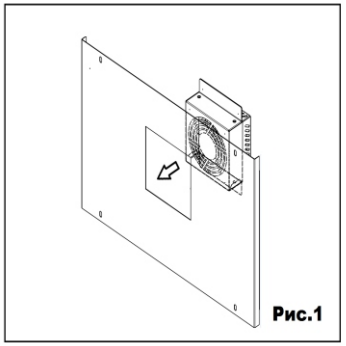
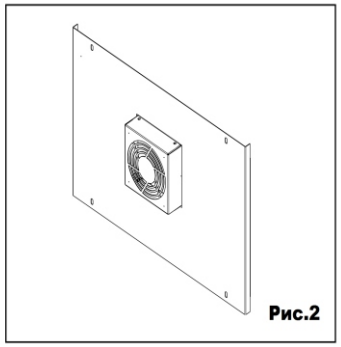

Рис.1
Рис.2
5.1 Демонтируйте заглушку и установите вентилятор в заднюю стенку шкафа (Рис.1 и Рис.2).